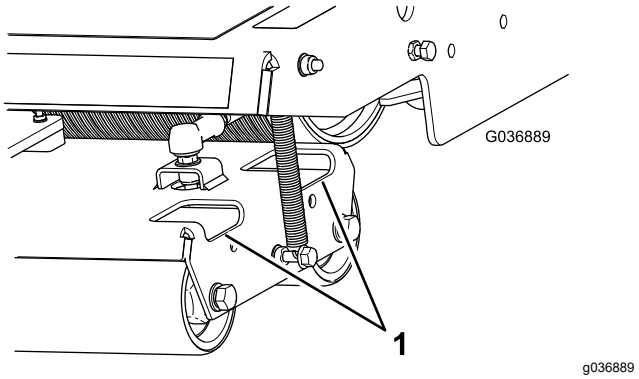

**Рисунок 39**
2. По мере необходимости очищайте катки от загрязнений и мусора, распыляя воду в отверстия корпусов катков (Рисунок 39).